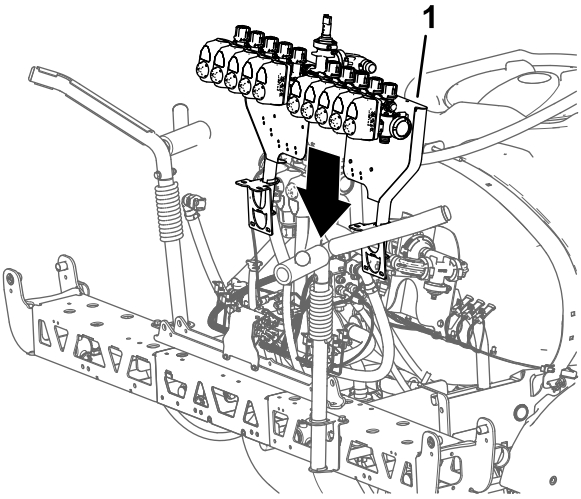

Figur 109
1. Ved hjælp af løfteudstyr med den angivne kapacitet løftes ventilbeslaget og sprøjteventilenheden og placeres over midtersprøjtesektionen (Figur 109).